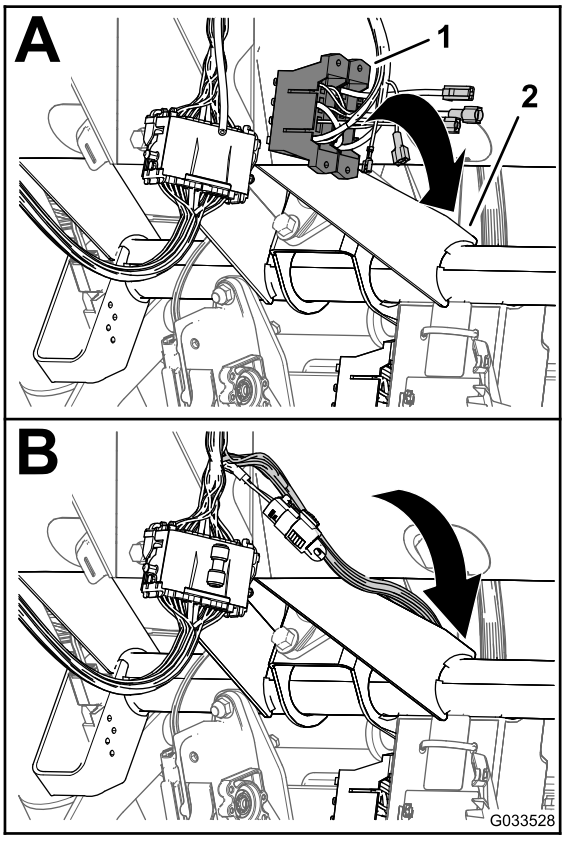

**Figur 24**
1. Ved kontrollkonsollen for sprederen, før grenen med sikringsblokker på den fremre ledningssatsen mellom bunnen av instrumentpanelet og maskinchassisets kryssrør, og ned mot den fremre siden av maskinens sikringsblokk (Figur 24).